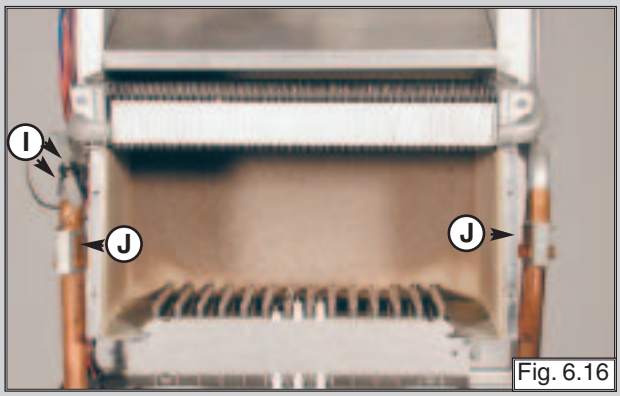

Fig. 6.16
3. Remove the overheat thermostat sensor "I" (Fig. 6.16);
4. Remove the clips "J" (Fig. 6.16);